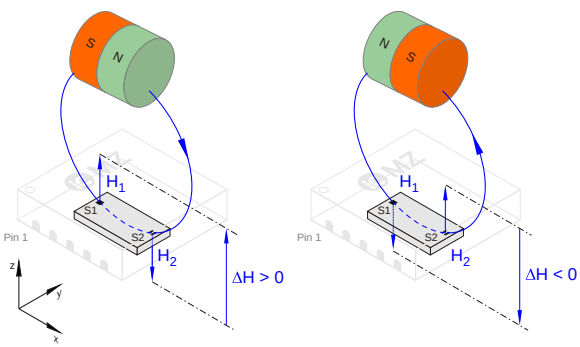
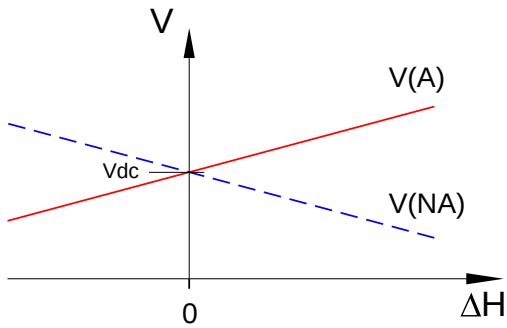

Figure 2: Definition of the difference in field strength ΔH
Figure 3: Analog signals A and NA as a function of the difference in field strength ΔH
In accordance with Figure 2 a distinction can be made between the different position and polarity of a magnet from the sign of the sensor signal. Following the amplification of the Hall voltage difference a differential analog signal V(A) or V(NA) is available at pins A and NA with a mean voltage of Vdc (Figure 3).